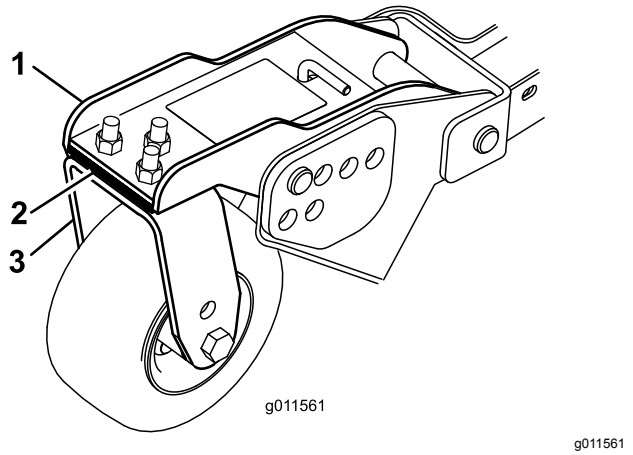

Figuur 31
Draai de messen op elke as totdat de uiteinden in de lengterichting liggen. Meet de afstand van de grond tot de voorste rand van het mes. Plaats opvulstukken (3 mm) op de voorste zwenkwielarmen(en) zodat de maaihoogte gelijk is met de sticker (Figuur 31). Zie Schuinstand van de maai-eenheid afstellen (bladz. 73) voor de buitenste mesas.
3. Als de binnenste rand van het zijmaaidek te hoog is ten opzichte van de buitenste rand van het frontmaaidek, moet u een opvulstuk (3 mm) verwijderen uit het onderste deel van het voorste binnenste zwenkwiel op het zijmaaidek (Figuur 31). Controleer nogmaals de afstand tussen de buitenste randen van beide zijmaaidekken en de binnenste rand van het zijmaaidek tot de buitenste rand van het voorste maaidek.